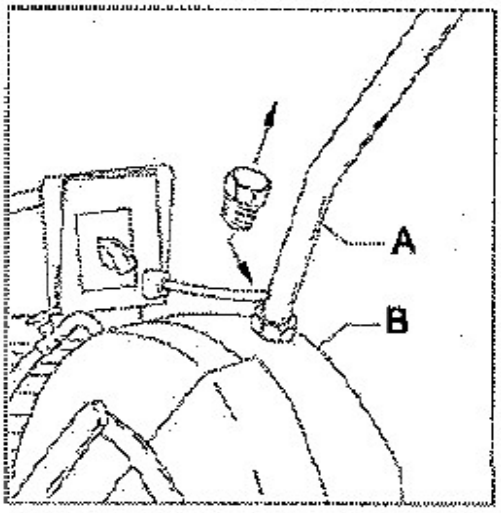

Abb. 10: Montage des Steuerhebels
Schritt 1: Den mitgelieferten Hebelarm (Abb. 10, **A**) in die vorgesehene Aussparung am Gehäuse (Abb. 10) einsetzen und mit der Überwurfmutter befestigen.
Schritt 2: Entfernen Sie den Kunststoffstopfen vom Sägekopf (Abb. 10 **B**).